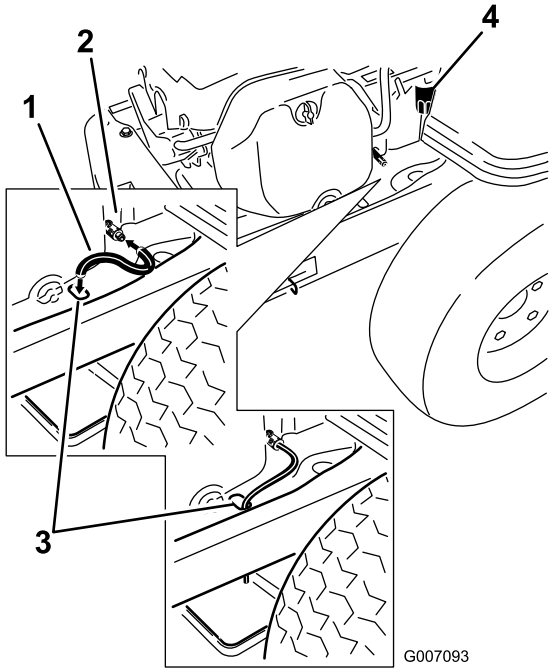

Figur 37
5. Lokalisera oljetömningsslangen och skjut på den på tömningsventilen (Figur 37).
6. Placera den andra änden av oljetömningsslangen över ramens ände (Figur 37).